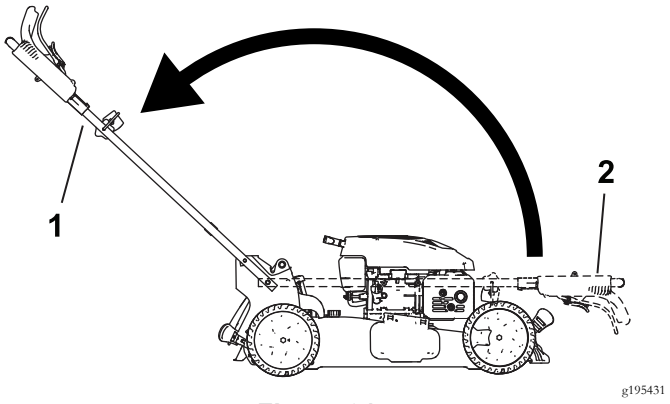

Figura 31
2. Doble el manillar girándolo hacia adelante (Figura 31).